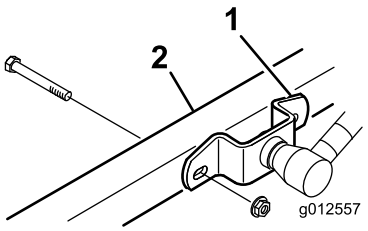

Figura 2
3. Baixe a unidade de corte e retire os 4 parafusos e porcas que fixam os suportes do braço de elevação aos braços da roda giratória (Figura 2).